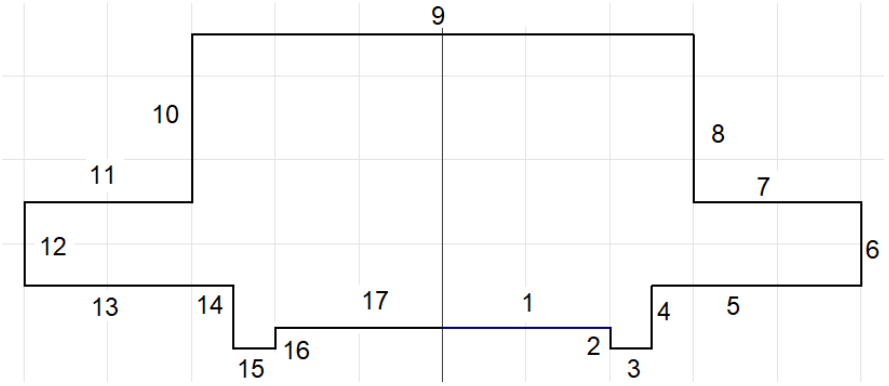

Figure 2-87 *Sketch for Tutorial 1*
As mentioned earlier, Autodesk Inventor is parametric in nature. Therefore, you can draw the sketch from any point in the drawing window. In this tutorial, you will start the sketch from the midpoint of the line at the bottom, as shown in Figure 2-87. Also, in this tutorial, Dynamic Input has been used to draw the sketch.
*(Move the cursor toward right, enter **2** in the length input field, press Tab, enter **0** in the angle input field of the Dynamic Input, and press Enter).* Line 1 is drawn, as shown in Figure 2-87.
*(Move the cursor down in the graphics window. Next, enter **0.25** in the length input field, press Tab, enter **90** in the angle input field, and press Enter).* Line 2 is drawn, refer to Figure 2-87.
(*Move the cursor right in the graphics window. Next, enter **0.50** in the length input field, press Tab, enter **90** in the angle input field, and press Enter).* Line 3 is drawn, refer to Figure 2-87.
*(Move the cursor upward in the graphics window. Next, enter **0.75** in the length input field, press Tab, enter **90** in the angle input field, and press Enter).* Line 4 is drawn, refer to Figure 2-87.